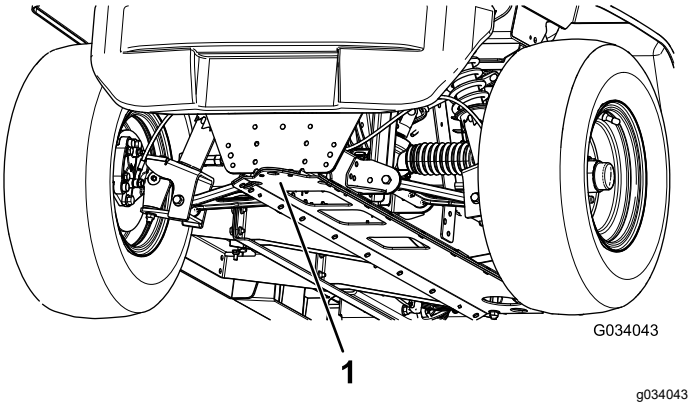

Figur 24
- Løftepunktet foran på maskinen er foran på rammen bak tauetungen (Figur 24).